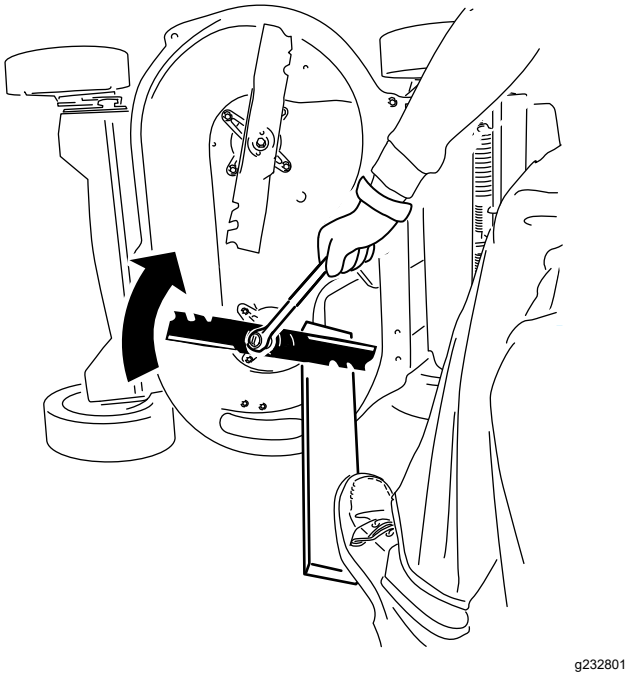

Figure 38
2. Immobilisez chaque lame à l'aide d'une planche et tournez le boulon de lame dans le sens horaire au moyen d'une clé dynamométrique comme montré à la Figure 38; serrez chaque boulon de lame à 82 N·m (60 pi-lb).